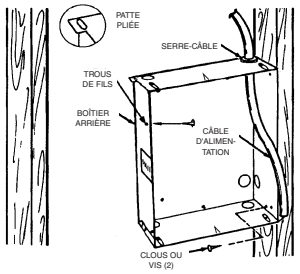

Figure 1
1. Déterminez quel côté du boîtier arrière doit être placé contre un poteau mural, et courbez les pattes aux angles arrière à 90° de façon à ce que le boîtier arrière soit d'équerre avec le poteau après l'installation. (Voyez la Figure 1).
3. Positionnez le boîtier arrière contre le côté d'un poteau mural et fixez-le avec des clous ou des vis comme c'est montré en Figure 1.
REMARQUE : Des avant-trous pour vis de tôlerie de #8 ont été fournis sur les côtés du boîtier arrière Une fois que la finition de mur aura été posée, enfoncez une vis de tôlerie de #8 (M4) (de longueur recommandée de 1" ou 25 mm) au travers du côté du boîtier qui n'est pas fixé au poteau mural. Cela empêchera le boîtier arrière d'être extrait au moment de l'installation du radiateur (Vor la Figure 1).